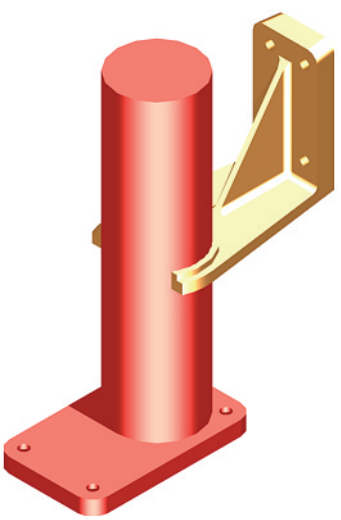

Fig. 16.23 Second example – **Rendering**
Second example – rendering a 3D model (Fig. 16.23)
Fig. 16.23 shows the resulting rendering.
1. Open the file of the second example of rendering (Fig. 16.23).